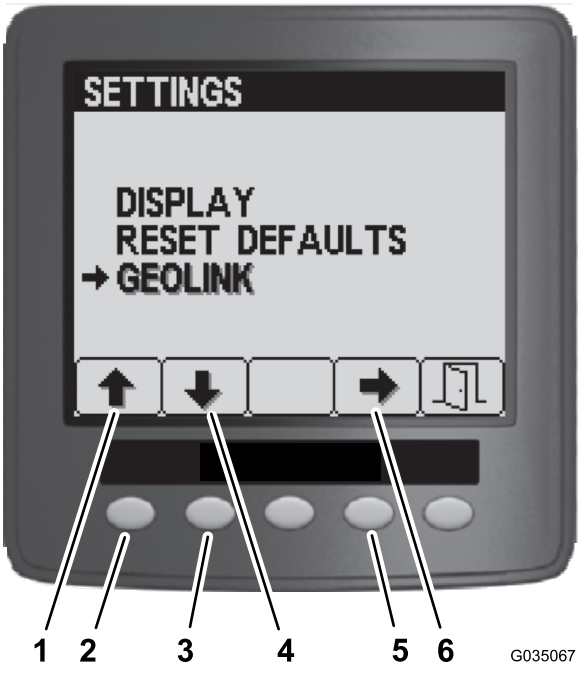

Figur 101
4. I menuen Indstillinger skal du trykke på knap 1 eller 2, indtil GeoLink vises, og derefter trykke på knap 4 for at navigere til GeoLink-menuen (Figur 101).